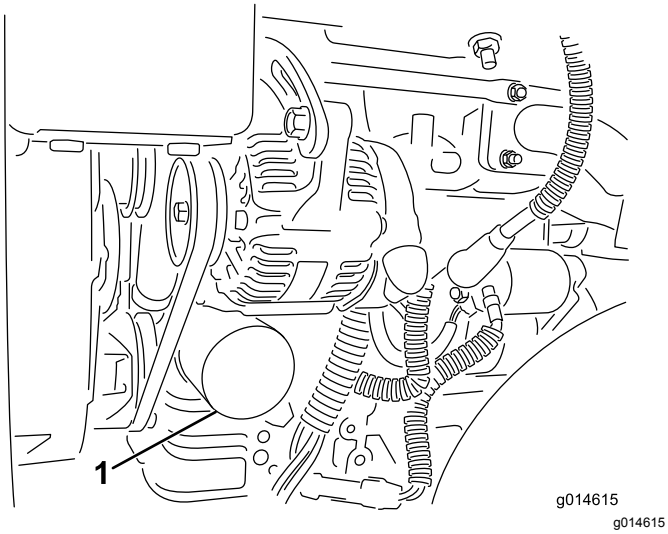

Rysunek 31
2. Wyciągnij filtr oleju (Rysunek 31). Nałóż cienką warstwę czystego oleju na uszczelkę nowego filtra.